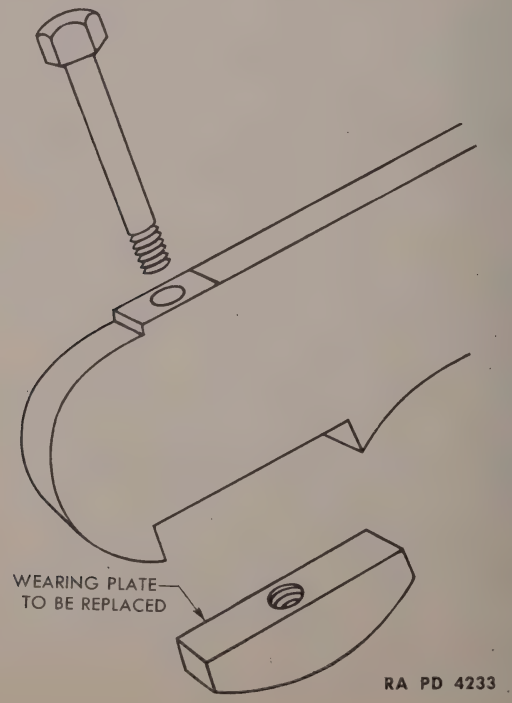

Figure 96—Bogie Wheel Lever and Upper Rubbing Plate
a. Description and Operation. The bogies are the supporting and conveying units, and are sometimes called trucks or suspensions. The movement is transferred from the wheels to the arms and levers, and is absorbed by springs. Wear between the wheel arms and the spring levers is taken by upper and lower rubbing plates which are removable and can be replaced (fig. 96). On top of each bogie assembly is a single steel roller to support and carry the upper, returning portion of the track. The roller assemblies are bolted in seats on top of the bogie brackets.